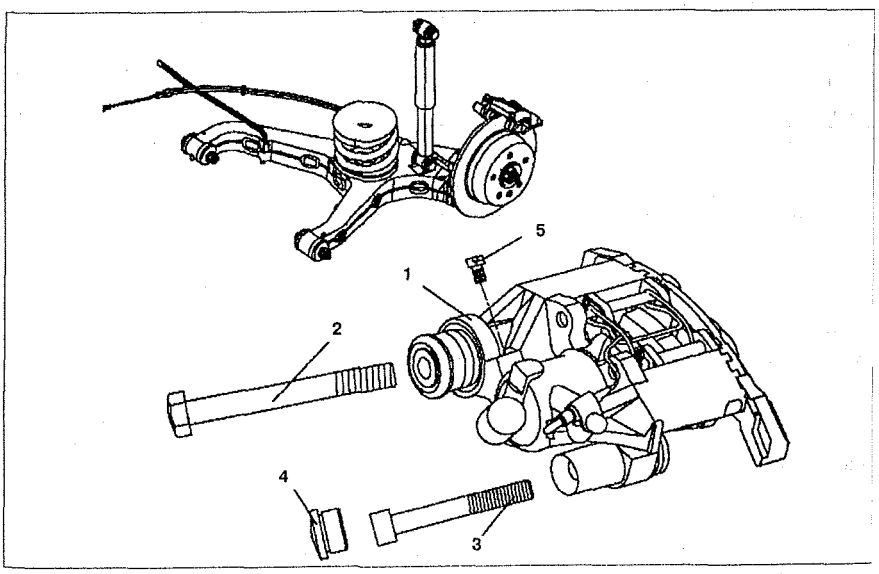

Рис. 9.7. Суппорт заднего тормозного механизма:
3. Отсоедините тормозную трубку от тормозного суппорта **1** (см. рис. 9.7).